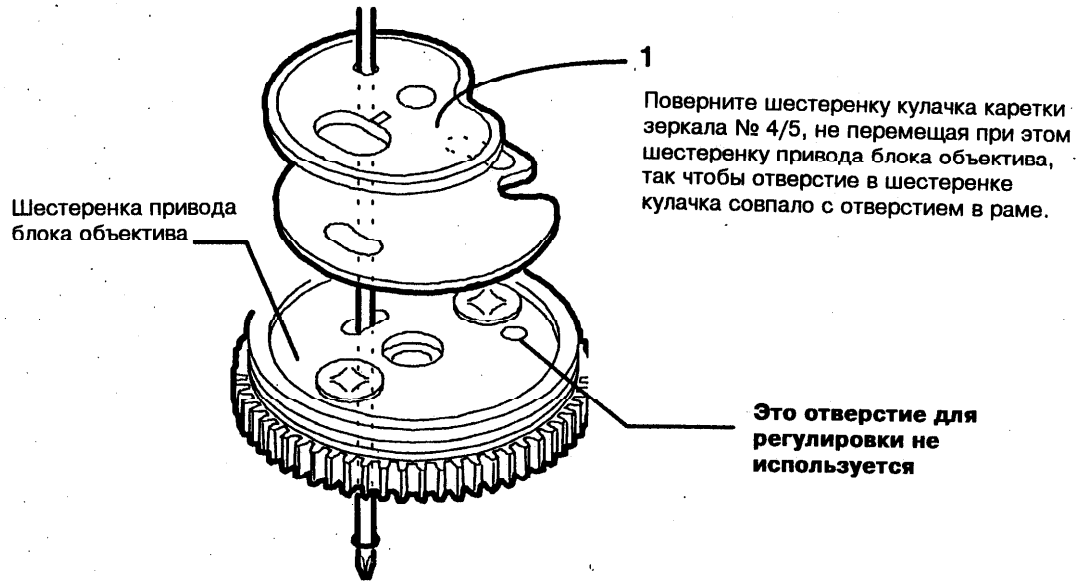

Рис. 2. Фиксация положения шестеренок
2. (Рис. 2): Поверните шестеренку кулачка каретки зеркала № 4/5, не перемещая при этом шестеренку привода блока объектива, так, чтобы отверстие в шестеренке кулачка совпало с отверстием в раме.
3. (Рис. 2): Вставьте шестигранный ключ 2 мм или небольшую плоскую отвертку в отверстия в шестеренках и в раме так, чтобы зафиксировать их положение.